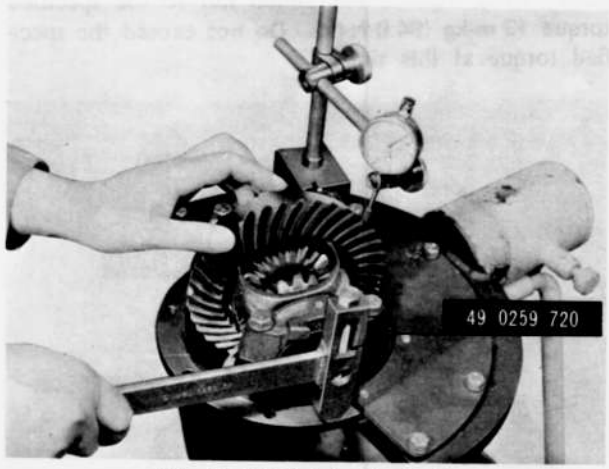

Fig. 9–37 Checking backlash
3. The preload on the differential bearings is obtained by tightening the bearing adjusting nut. Tighten the bearing adjusting nut until the distance between both pilot sections on the bearing caps becomes 185.5 mm (7.306 in), as shown in Fig. 9–38.